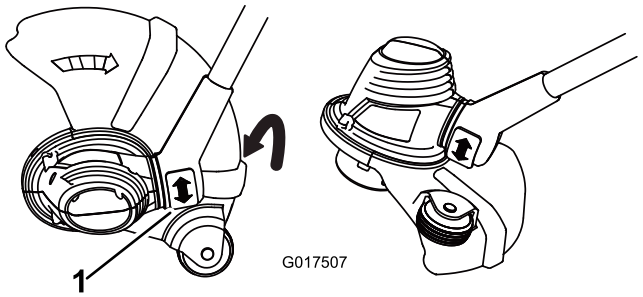

**Figura 4**
- Para ajustar la orientación de la base, presione hacia abajo sobre el botón de giro situado en la base del mástil, luego gire la base a la orientación deseada (Figura 4).